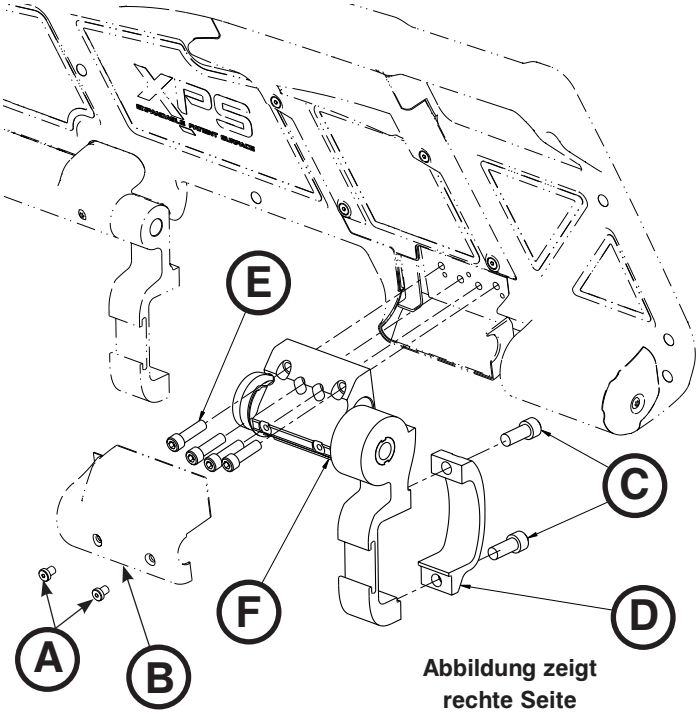

Abbildung 83
3. Mit einem 3/32-Zoll-Sechskantschlüssel die beiden Schrauben (A) entfernen, mit denen die Klinkenfeder-Abdeckung (B) an der Klinkenfeder-Baugruppe befestigt ist. Die Abdeckung entfernen (Abbildung 83).
4. Mit einem 1/4-Zoll-Sechskantschlüssel die Innensechskantschrauben (C) entfernen, mit denen die Seitengitterklemme (D) an der Klinkenfeder-Baugruppe am Fußende der Hauptbaugruppe befestigt ist (Abbildung 83). Beim Einbau die beiden neuen Schrauben mit einem Drehmoment von 29,83 ± 4,4 N·m (22 ± 3,3 ft-lb) festziehen.
5. Mit einem 3/16-Zoll-Sechskantschlüssel die vier Schrauben (E) entfernen, mit denen die Klinkenfeder-Baugruppe (F) an der überspritzten Baugruppe befestigt ist, und entsorgen. Anschließend die Klinkenfeder-Baugruppe abnehmen (Abbildung 83). Beim Einbau die vier neuen Schrauben mit einem Drehmoment von 12,88 ± 2 N·m (9,5 ± 1,5 ft-lb) festziehen.